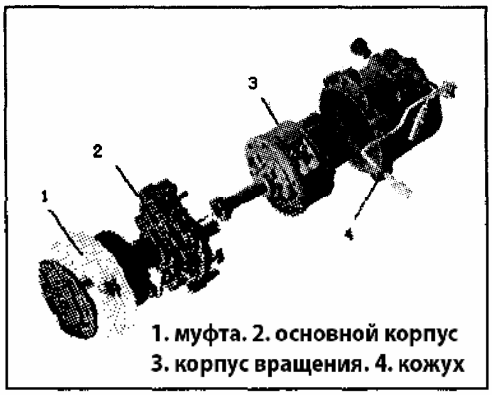

Рис. 772
**Муфта компрессора (Рис. 772):**